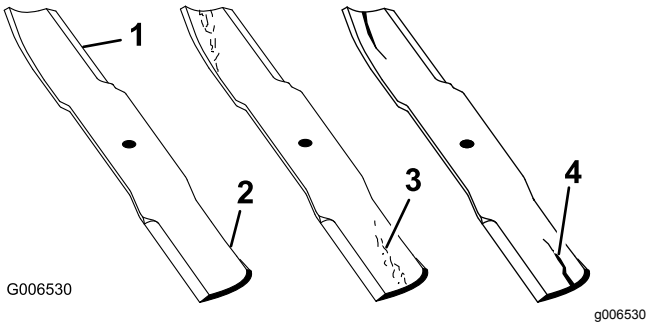

Figuur 98
1. Controleer de snijranden (Figuur 98).
4. Als u scheuren, slijtage of groefvorming in dit deel constateert, moet u direct een nieuw mes monteren (Figuur 98).